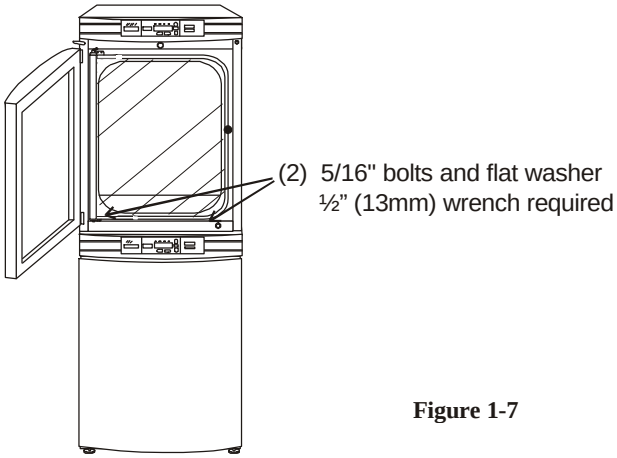

Figure 1-7
5. Align the sides of the top unit with the bottom unit and slide the top unit forward until the slots in the base of the top unit align with the 5/16" - 18 stacking bolts in the exterior top of the bottom unit. Refer to Figure 1-7.